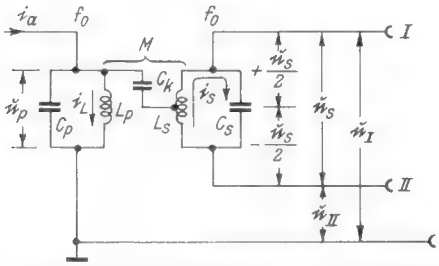
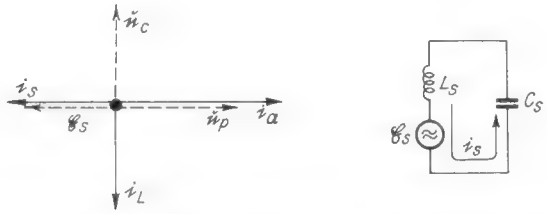

Bild 11a. Prinzipschaltbild des Phasendiskriminators (Foster-Seeley-Diskriminator)
Bild 11b, c. Diagramme zur Erläuterung der Phasenverschiebung von 90° bei einem Bandfilter
Bild 11a zeigt die Prinzipschaltung eines Diskriminators anderer Wirkungsweise, die weniger Aufwand an Hf-Kreisen benötigt. Es sind zwei Kreise L_p C_p und L_s C_s vorhanden, die beide auf die Trägerfrequenz (Zf) abgestimmt und induktiv miteinander gekoppelt sind (M). Ferner ist das „heiße" Ende des Primärkreises galvanisch (oder, wenn erforderlich, über einen Trennkondensator C_k mit für die Betriebsfrequenz vernachlässigbar kleinem Blindwiderstand mit der Mittelanzapfung der Spule des Sekundärkreises verbunden. Die Wirkungsweise ist etwas komplizierter als diejenige des Gegentaktdiskriminators. Die Hf-Spannung am Primärkreis wird mit u_p, diejenige am Sekundärkreis mit u_s bezeichnet. Wie leicht aus Bild 11 ersichtlich ist, hat der Punkt I gegen Erde die Spannung
Wir untersuchen die Phasenlage der Spannungen u_p und u_s (Bild 11a). Vorausgesetzt sei zunächst, daß Primärkreis und Sekundärkreis in der Resonanzfrequenz erregt werden. Der Anodenstrom i_a erzeugt infolge des rein ohmschen Resonanzwiderstandes an C_pL_p eine Spannung u_p, die mit i_a in Phase ist (Bild 11b); der durch L_p fließende Blindstrom dagegen ist gegen u_p um 90° nacheilend. Weiter gilt nach dem Induktionsgesetz: